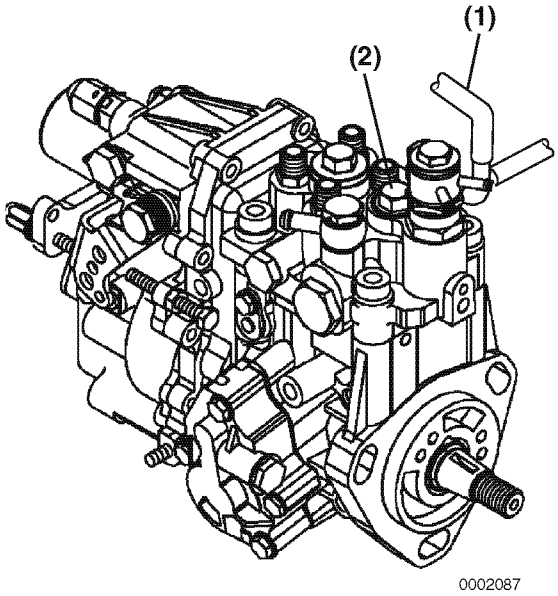

Figure 7-39
2. Clamp shut the fuel injection pump fuel return hose leading to fuel filter **(Figure 7-39, (1))**.
3. Remove the forward fuel injection pump plunger plug **(Figure 7-39, (2))** on the top of the fuel injection pump.